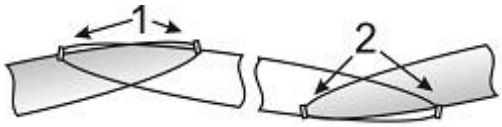

Рис. 4.8
4.1.13 Перекрытие ЗО при установке на местности с поворотами контролируемого рубежа, как условно изображено на рис. 4.8, достигается аналогично п. 4.10.